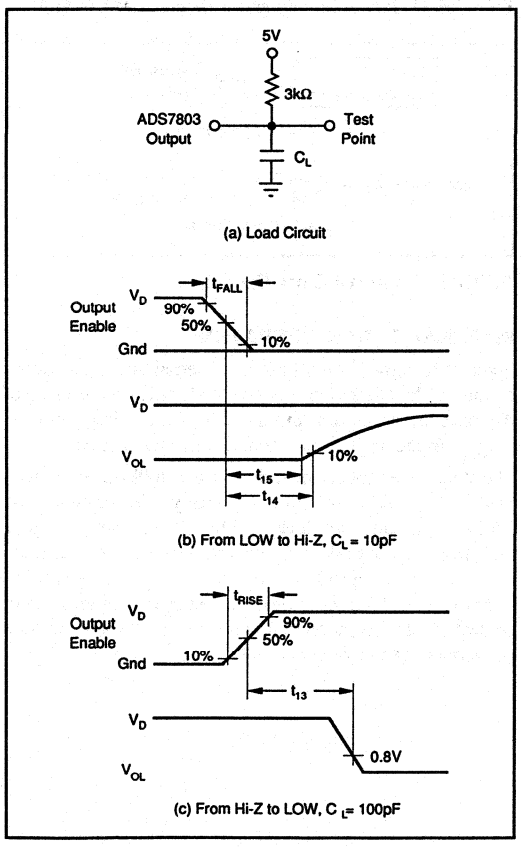

FIGURE 8. Measuring Active LOW to/from Hi-Z State.
NOTES: (1) All input control signals are specified with $t_{RISE} = t_{FALL} = 20ns$ (10% to 90% of 5V) and timed from a voltage level of 1.6V. Data is timed from V_{IH}, V_{IL}, V_{OH} or V_{OL}. (2) The internal RD pulse is performed by a NOR wiring of $\overline{CS}$ and $\overline{RD}$. The internal WR pulse is performed by a NOR wiring of $\overline{CS}$ and $\overline{WR}$. (3) Figures 8 and 9 show the measurement circuits and pulse diagrams for testing transitions to and from Hi-Z states.